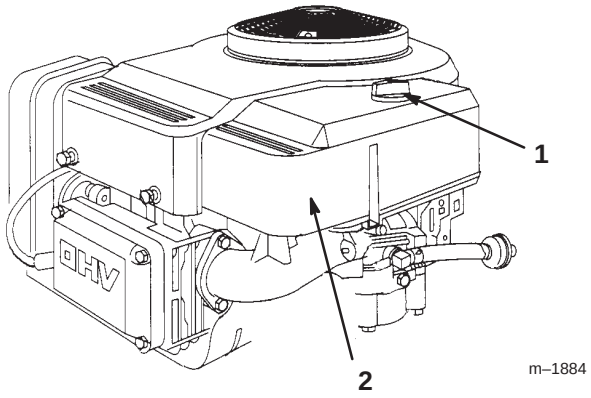

Bild 25
4. Ziehen Sie die Kraftstoffleitung vom Filter (Bild 25) herunter und lassen das Benzin in einen Benzinkanister oder eine Auffangschale ablaufen.
Tauschen Sie den Kraftstofffilter am besten aus, wenn der Tank leer ist (Bild 25). Bringen Sie niemals einen schmutzigen Filter wieder an, nachdem Sie ihn von der Kraftstoffleitung entfernt haben.
3. Drücken Sie die Enden der Schlauchklemmen zusammen und schieben Sie sie vom Filter weg (Bild 25).